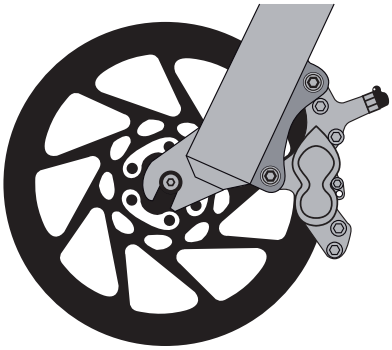
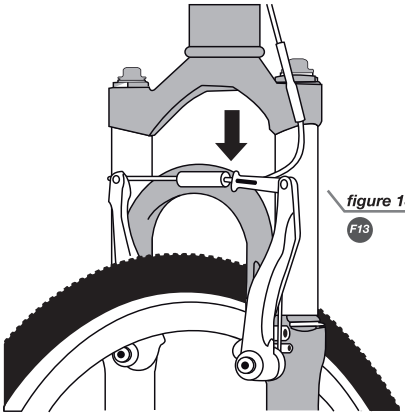

figure 12
figure 13
b. If your bike has rim brakes, disengage the brake's quick-release mechanism to increase the clearance between the wheel rim and the brake pads (see Section 5.C "Brakes", figures. 12 through 16).
Some bicycle brakes, such as disc brakes (figure 12) and linear-pull brakes (figure 13), are extremely powerful. Take extra care in becoming familiar with these brakes and exercise particular care when using them.
Most rim brakes have some form of quick-release mechanism that allows the brake pads to clear the tire when a wheel is removed or reinstalled. When the brake quick release is in the open position, the brakes are inoperative. Ask your local mechanic to make sure that you understand the way the brake quick release works on your bike (see figures 13, 14, 15 and 16) and check each time to make sure both brakes work correctly before you get on the bike.